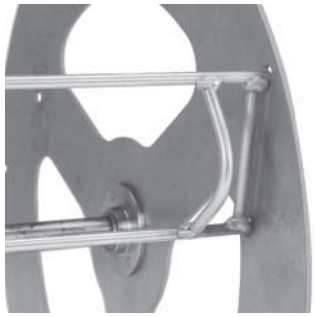

Fig. 21
2. Fit the notched end of fork spit into appropriate holes on the drive side of the rotor (Fig. 21).